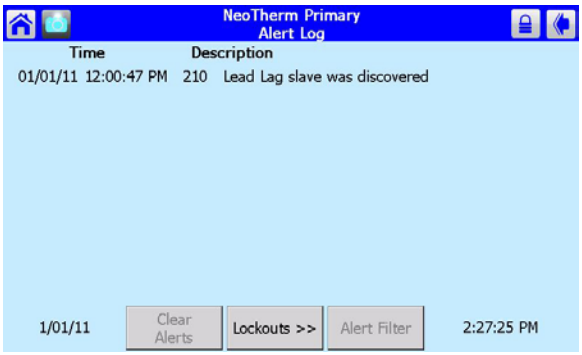

Fig. 128 – Alert Log Screen
6. You can also press the Alerts button to see a list of recent alerts. See Fig. 128.